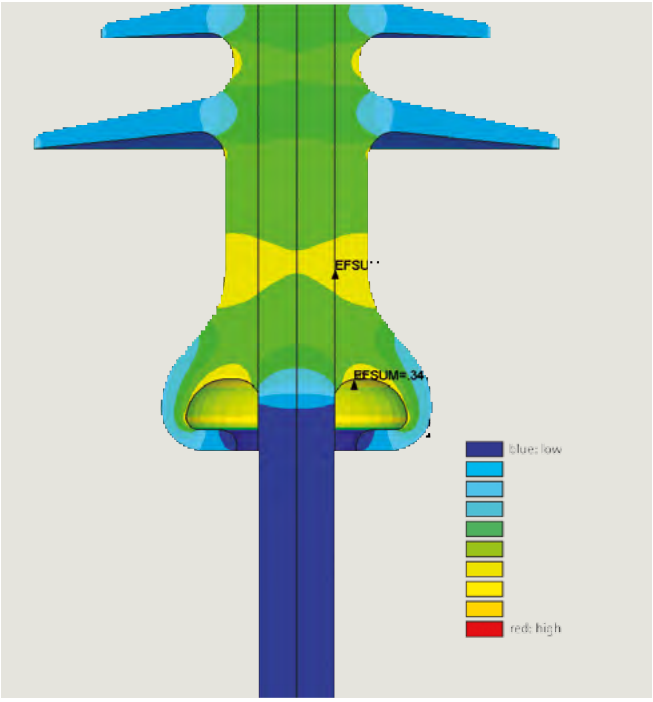

Fig. 4.2-56: E-field distribution (%/mm) in silicone housing and in FRP core rod at 3FL insulator high-voltage end
- The spherical-shaped rim of the end fitting inside the housing homogenizes the E-field distribution on the high-voltage side of the 3FL insulator with an integrated grading ring up to 170 kV (fig. 4.2-56).